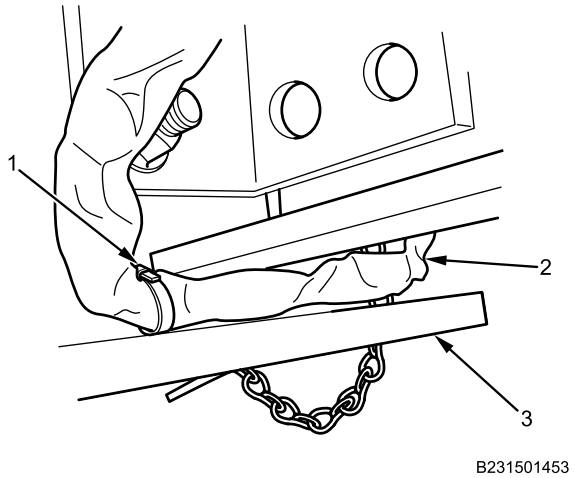

Figure 6. Left Gladhand Cable Tie Location.
5. Install gladhand air lines (Figure 6, Item 2) on rear frame crossmember (Figure 6, Item 3) with new button-head cable lock straps (Figure 6, Item 1) and tighten securely.